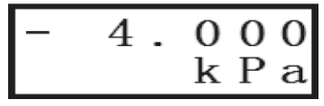

图 21
5.8 输入一次“右”键，将字符“+”翻转成“-”，显示器显示如图 21 所示；